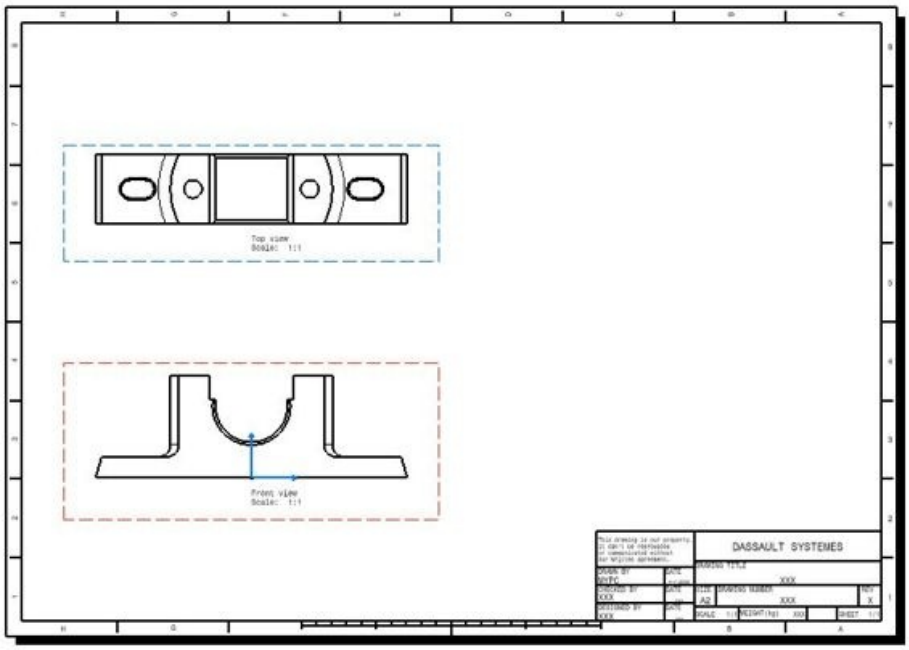

Figure 14-32 *The drawing sheet after generating the top view*
f. Generate the top view, refer to Figure 14-32.
You can move the view labels by dragging them, if required. The drawing sheet after generating the top view is shown in Figure 14-32.